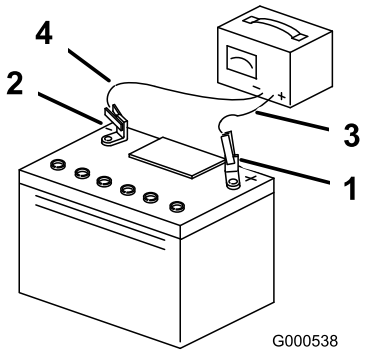

Rysunek 44
5. Gdy akumulator będzie w pełni naładowany, należy odłączyć ładowarkę od gniazdka elektrycznego, a następnie odłączyć przewody ładowarki od biegunów akumulatora (Rysunek 44).